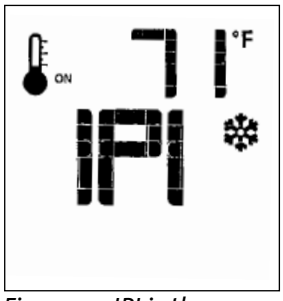

Fig. 15.4. IPI is the default position.
- With the transmitter in the OFF position, press the transmitter Mode key - IPI is the default mode. Fig. 15.4.